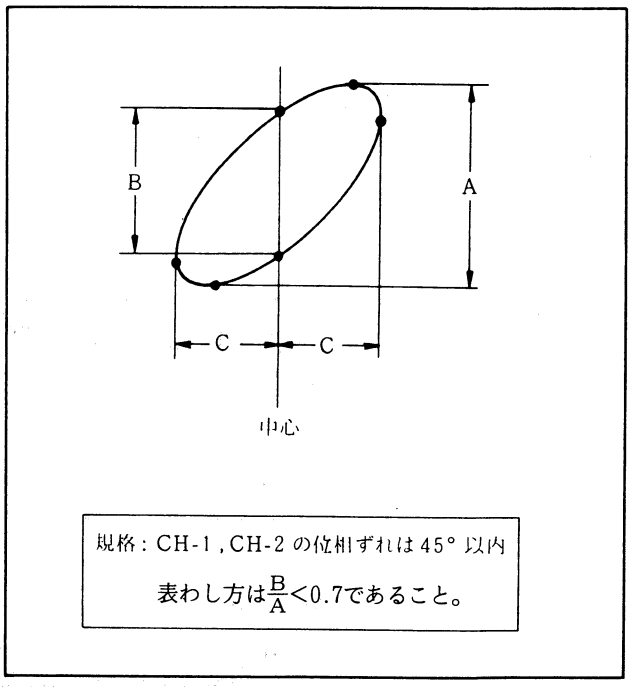

図4-16. 位相ずれ角の規格
6) 次に位相ずれ角を確認するが，方法としては，図4-16に示すように位相ずれ角は $\psi = \mathrm{Sin}^{-1}(\frac{B}{A})$ で表わせる。CH-1，CH-2 の位相ずれの規格は 45°（$=\psi$）以内であるので，$\frac{B}{A}$ は 0.7 より小さいときに規格を満足していることになる。